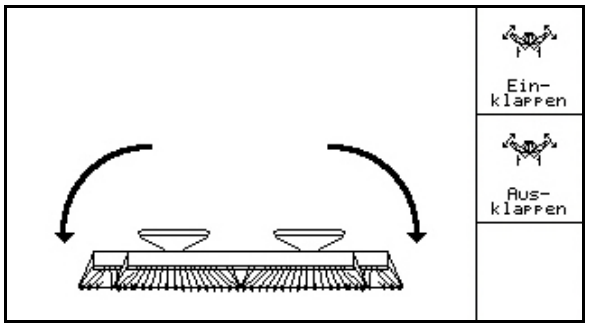

**Fig. 58**
1. Udklapning forvælges (Fig. 58).